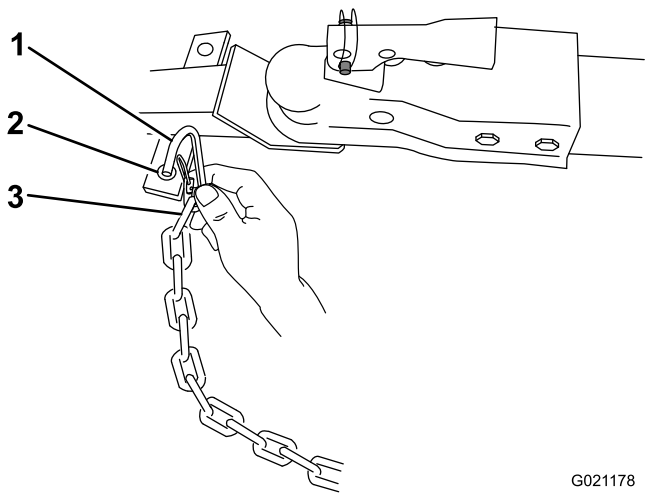

Figure 24
3. Accrochez chaque bout de la chaîne au point de montage de la chaîne de sécurité du véhicule tracteur à l'aide des maillons d'attache (Figure 24).